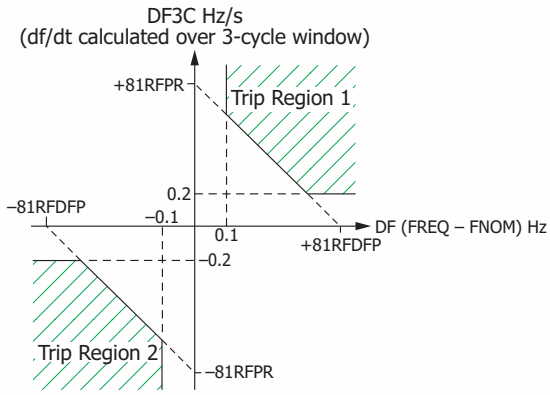

Figure 7 81RF Characteristic Power Element Protection
The fast rate-of-change-of-frequency protection, 81RF, provides a faster response compared to frequency (81) and rate-of-change-of-frequency (81R) elements. Fast operating speed makes the 81RF element suitable for detecting islanding conditions. The element uses a characteristic (see *Figure 7*) based on the frequency deviation from nominal frequency (DF = FREQ – FNOM) and the rate-of-change of frequency (DF3C) to detect islanding conditions.